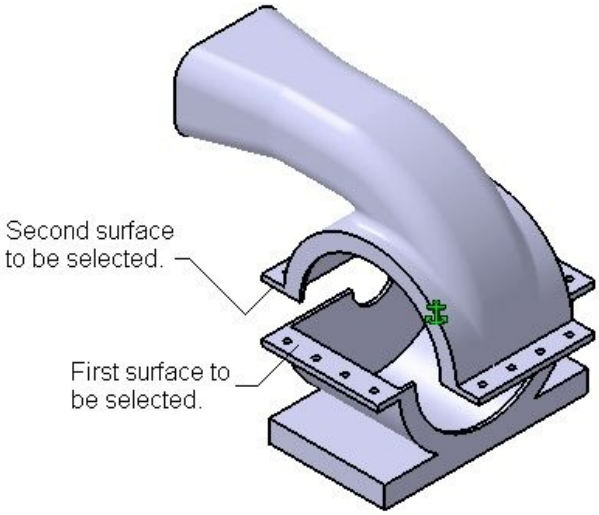

Figure 12-68 *The surfaces to be selected to apply the* ***Contact*** *constraint*
d. Insert the Upper Housing into the assembly and place it over the Lower Housing by applying proper constraints, refer to Figures 12-68 through 12-70.
The Upper Housing will be placed at its default location, refer to Figure 12-68. You need to apply constraints to place it properly over the Lower Housing. The first constraint that will be applied to the Upper Housing is the **Contact** constraint. This constraint will be applied between the upper face of the Lower Housing and the lower face of the Upper Housing.
2. Choose the **Contact Constraint** tool from the **Constraints** toolbar. Select the two faces, as shown in Figure 12-68.